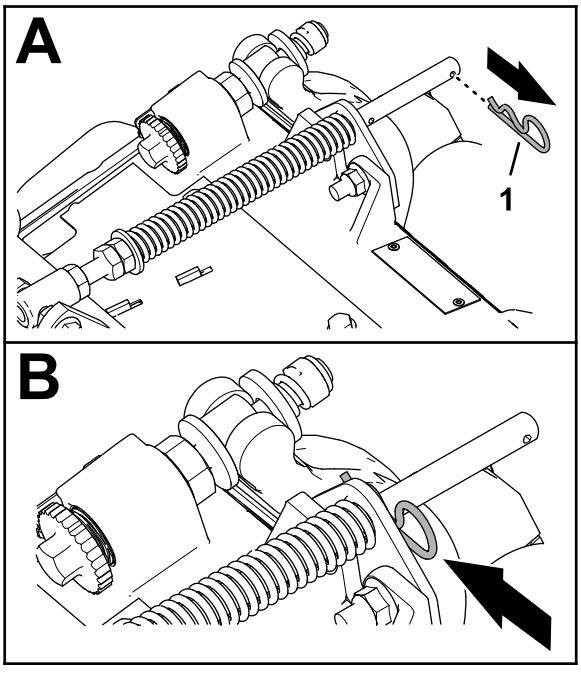

Figur 17
1. Hvis låseclipsen er sat i det bageste hul på kompensationsfjederstaven – fjern låseclipsen, og sæt den i hullet ved siden af beslaget (Figur 17).